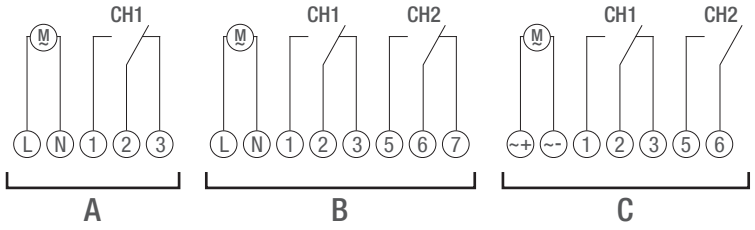

Fig. 5: Plan de câblage
3. Raccordez l'horloge modulaire conformément au plan de câblage (Fig. 5/A), (Fig. 5/B) ou (Fig. 5/C).